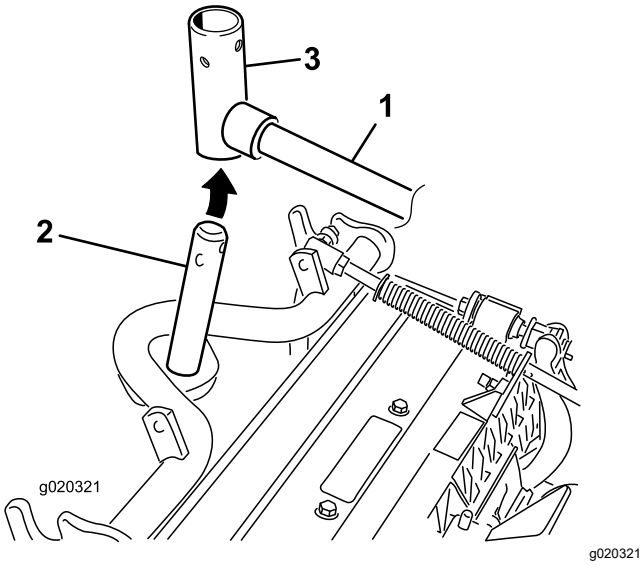

Figur 10
10. Vid montering av de främre klippenheterna ska en klippenhet skjutas in under lyftarmen samtidigt som bärramens axel förs upp och in i lyftarmens svängok (Figur 10).
B. Sätt i lyftarmens ok i bärramens axel (Figur 10).